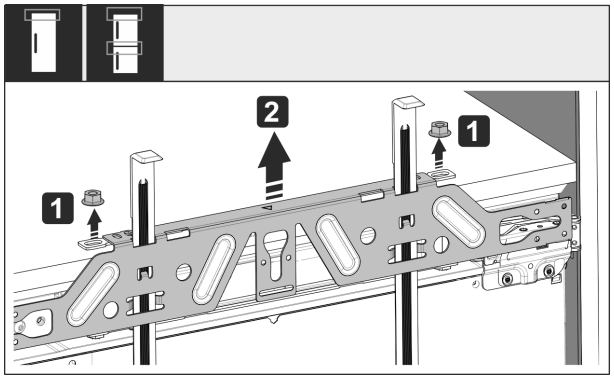

Fig. 58
- ▶ Kontermuttern *Fig. 58 (1)* lösen.
- ▶ Befestigungstraverse *Fig. 58 (2)* abnehmen.